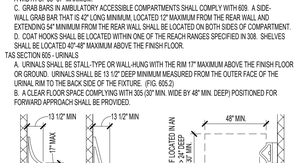

FIGURE 605.2
- A. URINALS SHALL BE STALL-TYPE OR WALL-HUNG WITH THE RIM 17" MAXIMUM ABOVE THE FINISH FLOOR OR GROUND. URINALS SHALL BE 13 1/2" DEEP MINIMUM MEASURED FROM THE OUTER FACE OF THE URINAL RIM TO THE BACK SIDE OF THE FIXTURE. (FIG. 605.2)